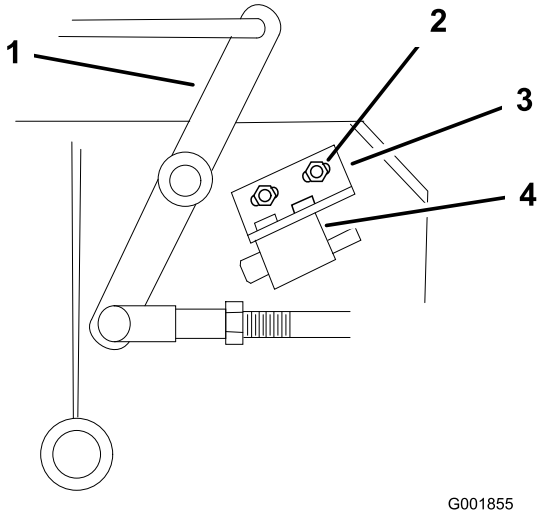

Figura 50
4. Si es necesario, ajuste el interruptor de seguridad de la cuchilla aflojando los pernos que sujetan el soporte del interruptor (Figura 50).
Nota: Asegúrese de que la palanca acodada **no** toca el cuerpo del interruptor, porque esto podría dañar el interruptor (Figura 50).